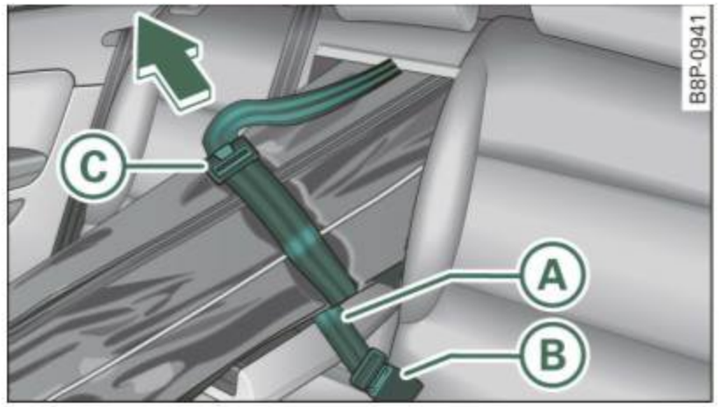

Fig. 88 Securing the ski sack at the center rear seat belt buckle
– Insert the ski sack strap ⇒ fig. 88 (A) into the center seat belt buckle (B).
– Take the long sides of safety strap buckle between thumb and forefinger ⇒ fig. 88 (C).